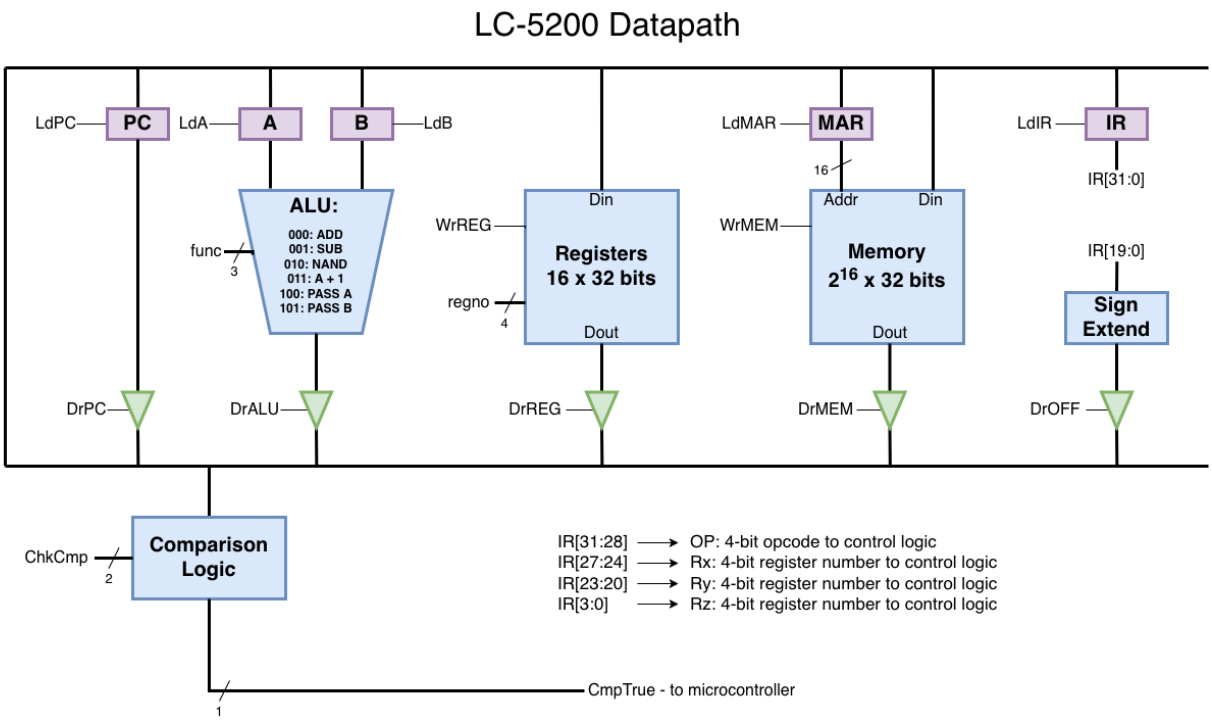

Figure 1: Datapath for the LC-5200 Processor
2. Using CircuitSim, implement the LC-5200 datapath. To do this, you will need to use the details of the LC-5200 datapath defined in Appendix A: LC-5200 Instruction Set Architecture. You should model your datapath on Figure 1.
The "comparison logic" box in Figure 1 is responsible for performing the comparison logic associated with the BEQ, BGT, MIN, and MAX instructions. The comparison logic should examine the current value on the bus. When executing these instructions, you should compute $A - B$ using the ALU. While this result of the ALU is being driven on the bus, you should wire the value of $A - B$ into a comparator, and use the resulting outputs as necessary to handle all cases of the comparison logic across all instructions.
2. Implement the Microcontrol Unit using CircuitSim. The appendix contains all of the necessary information. Take note that the input and output signals on the schematics directly match the signals marked in the LC-5200 datapath schematic (see Figure 1).
3. Connect the completed control unit to the datapath you implemented in Phase 2. Using Figures 1 and 2, connect the control signals to their appropriate spots.